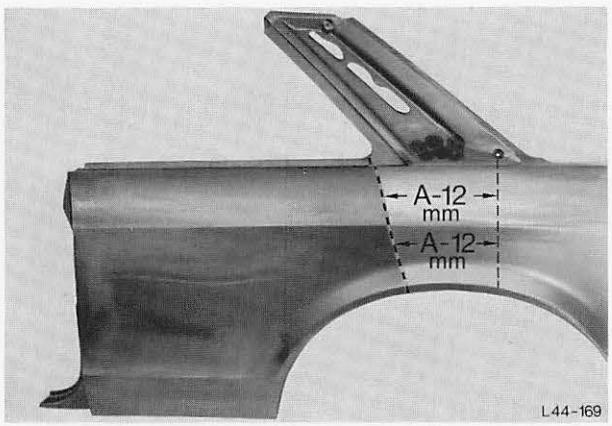

Abb. 202 Ermitteltes Maß „A“ auf das Neuteil übertragen
18. Ermitteltes Maß „A“ auf das Neuteil übertragen, dabei 10–12 mm Materialzugabe für die Überlappung berücksichtigen, Abb. 202.